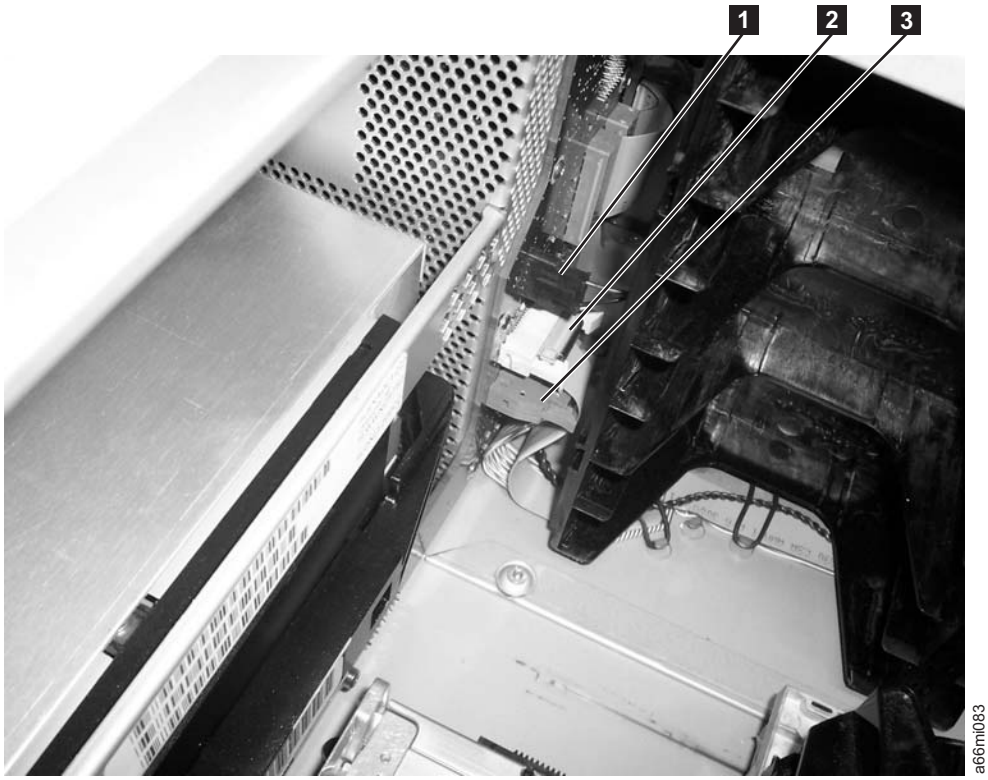

Figure 6-12. Backplane Connect Board connectors (front, top cover removed)
3. Visually check, and reseat if necessary, all of the connectors on the front of the Backplane Connect Board (BCB). See **1**, **2**, and **3** in Figure 6-12 on page 6-35.